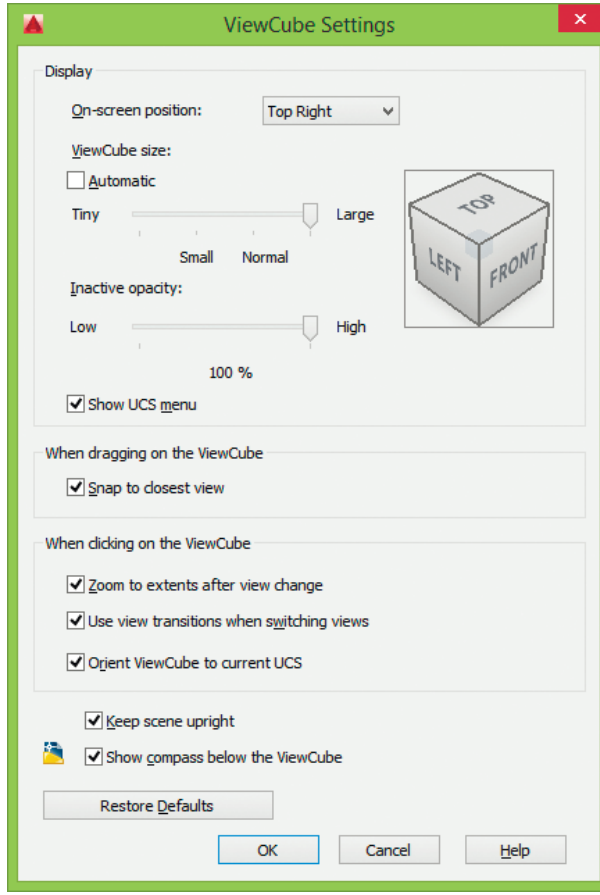

Рис. 24.12. Диалоговое окно регулировки параметров видового куба
- **VewCube Settings...** – вызов одноименного диалогового окна регулировки отображения и поведения видового куба (рис. 24.12).